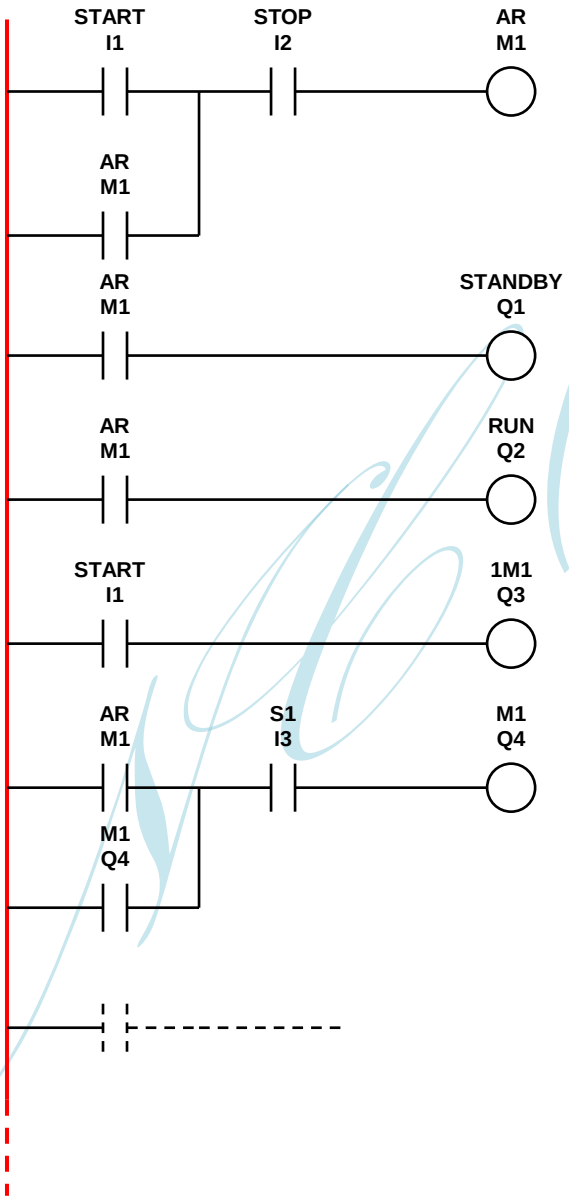

FIGUUR 2 (6)
3.4 FIGUUR 2 hier onder verteenwoordig 'n oorspronklike beheerprogram voor modifikasies.